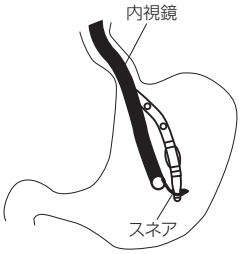

図20
2. 内視鏡を胃内に挿入し、本品の先端部を確認したら、内視鏡の鉗子孔より挿入したスネアで本品の先端部をつかむ（**図20**）。（予め本品の先端部に絹糸でループを作っておき、ループをつかむようにする方法もある。）